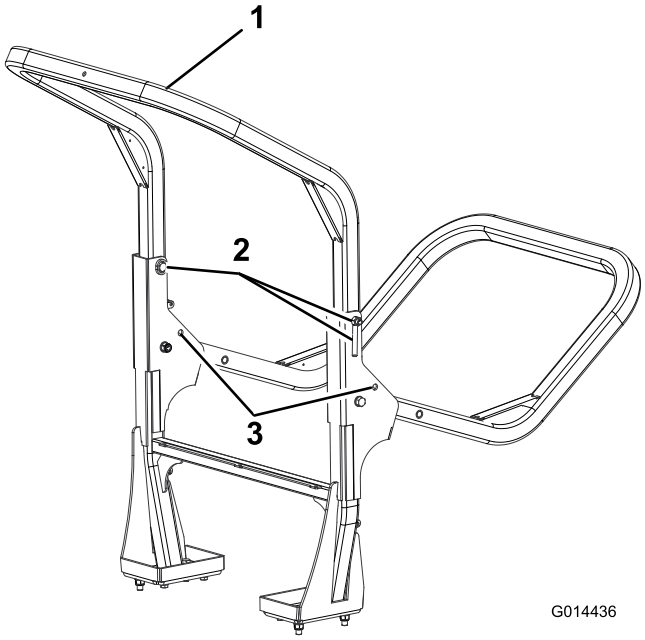

Rysunek 38
2. Podeprzyj masę górnej ramy w trakcie wyciągania nakrętek radełkowanych, podkładek i śrub zabezpieczających ze wsporników obrotowych (Rysunek 38).